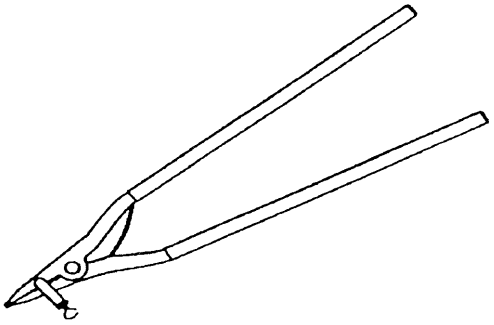

Figure 4. 6796974, Low Pressure Fuel Filter Retaining Ring Removal and Installation Pliers
(6) Install retaining ring in the groove on the bar, using 6796974 pliers (figure 4).